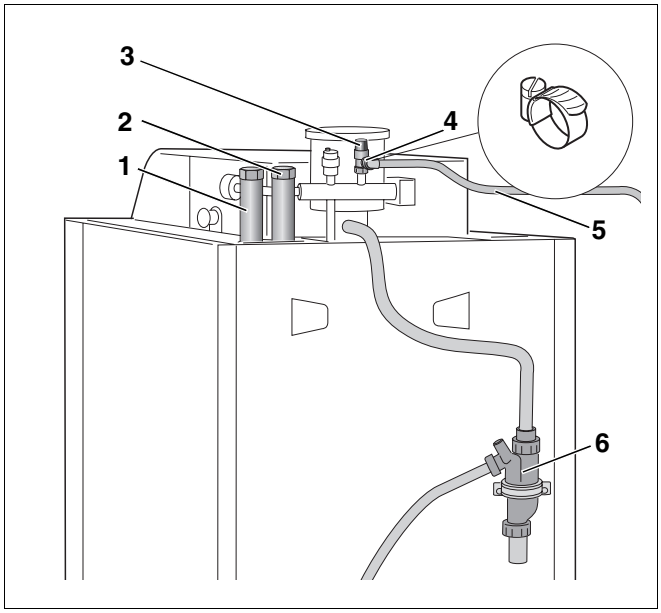

Abb. 23 Rückansicht des Heizkessels Logano G135
- Rücklauf des Heizungssystems an den Rücklauf Heizkessel = RK (Abb. 23, **Pos. 2**) spannungsfrei anschließen.
- Beim Logano G135 müssen Sie zuerst das Vorlaufrohr (Abb. 23, **Pos. 1**) montieren. Das Vorlaufrohr wird in einer separaten Verpackungseinheit geliefert.
- Vorlauf des Heizungssystems an den Vorlauf Heizkessel = VK (Abb. 23, **Pos. 1**) spannungsfrei anschließen.
- Ausblasleitung (Abb. 23, **Pos. 5**) an dem Anschluss für Ausblasleitung (Abb. 23, **Pos. 4**) am Sicherheitsventil (Abb. 23, **Pos. 3**) anschließen.